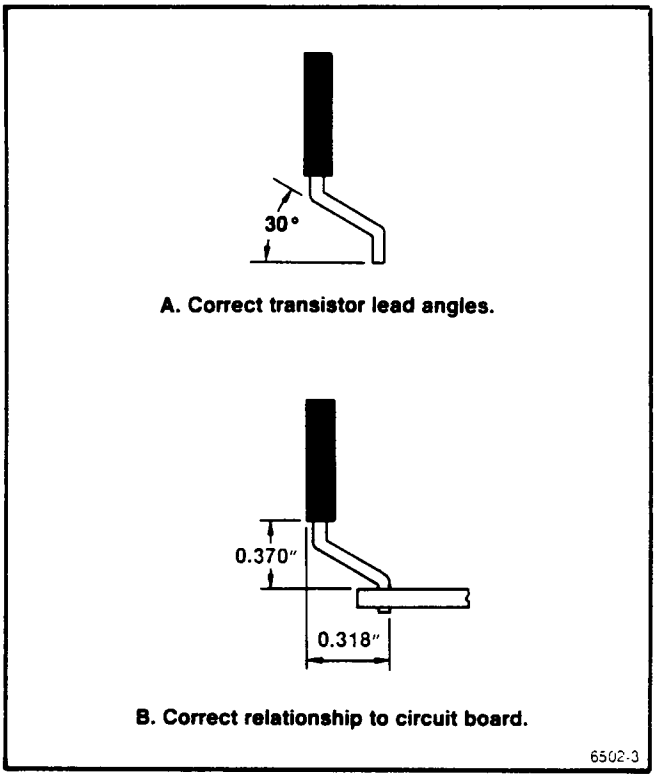

Fig. 3-1. Series pass transistor replacement. (Shown actual size.)
b. Carefully bend the new transistor leads according to the dimensions in Fig. 3-1. The illustration is drawn actual size so that you can physically compare the lead angles with the drawing.